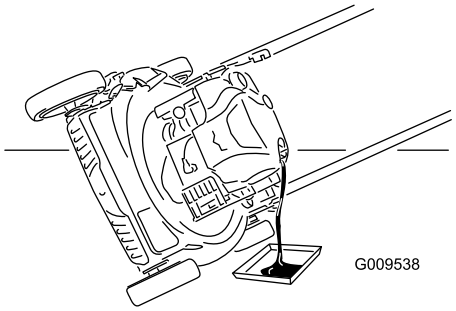

Figur 22
7. Tip maskinen over på siden med oliepåfyldningsrøret nedad, så den brugte olie kan løbe ud gennem oliepåfyldningsrøret ned i olieaftapningsbakken (Figur 22).